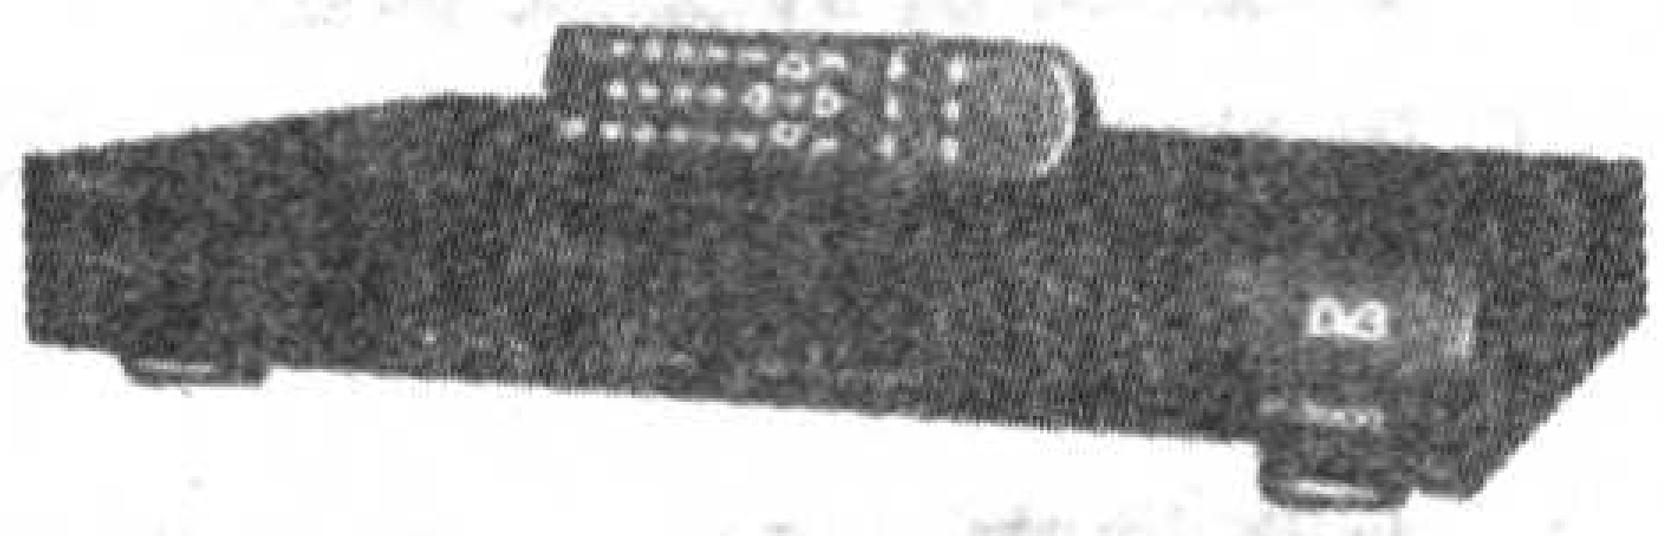

图3
① 单系统卡机：机器带有一个插卡座，只能插一张卡，接收一个加密系统。如早期的PROSAT(百胜)3900(见图3)、Dibson(帝霸)901、同洲2000E等。